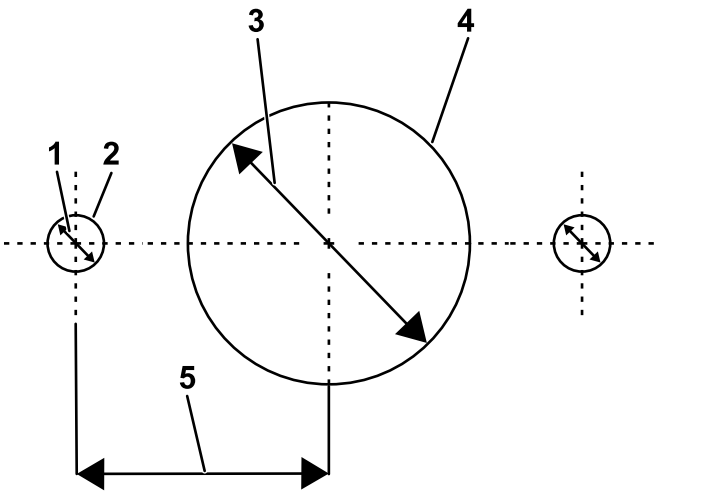

Bild 3
2. Bohren Sie unter Verwendung der unter Bild 3 angegebenen Maße und des mittleren Punkts als Referenz 3 Löcher in der folgenden Reihenfolge:
Wichtig: **Stellen Sie sicher, dass die äußeren beiden Löcher symmetrisch zur mittleren Bohrung sind (Bild 3).**